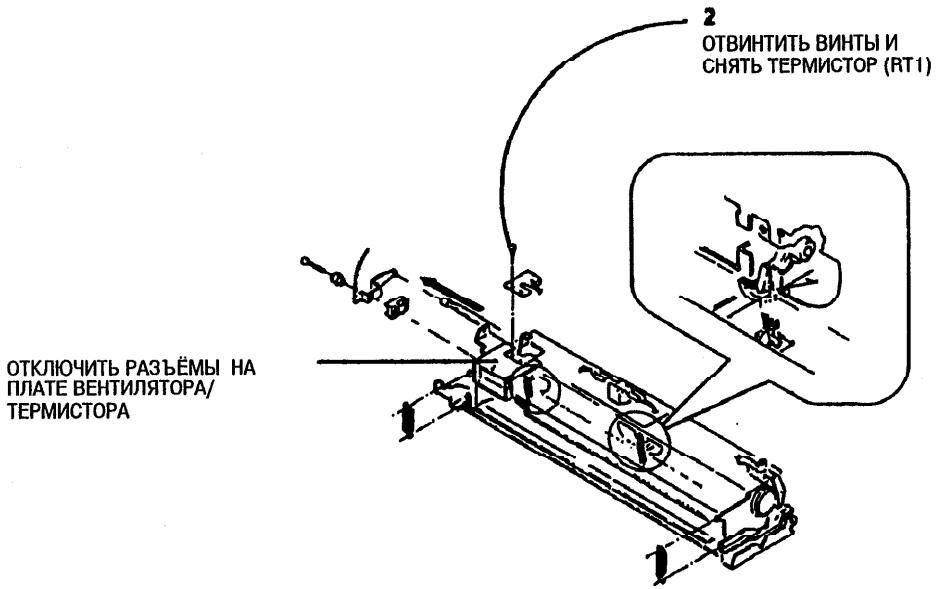

Рис. 1. Снятие термистора (RT1)
2. (Рис. 1): Снять термистор (RT1).